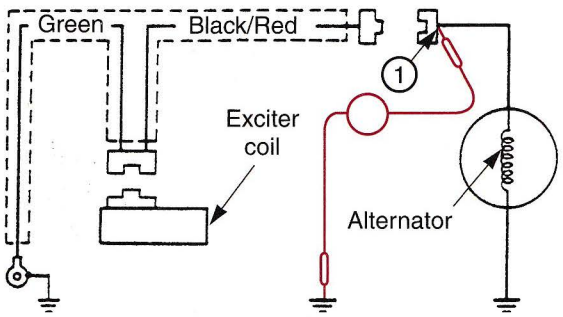

Figure 5-43. Checking for faulty exciter coil. (Honda Motor Co., Ltd.)
2. Faulty exciter coil. Disconnect the alternator connector and measure the resistance to ground. Compare the resistance values at points 1 measured and 2, **Figure 5-43.** If the two values are not the same, suspect a broken black/red wire or a loose alternator connector. If both resistance values are the same, but not in the correct range, the exciter coil or alternator coil may be faulty.